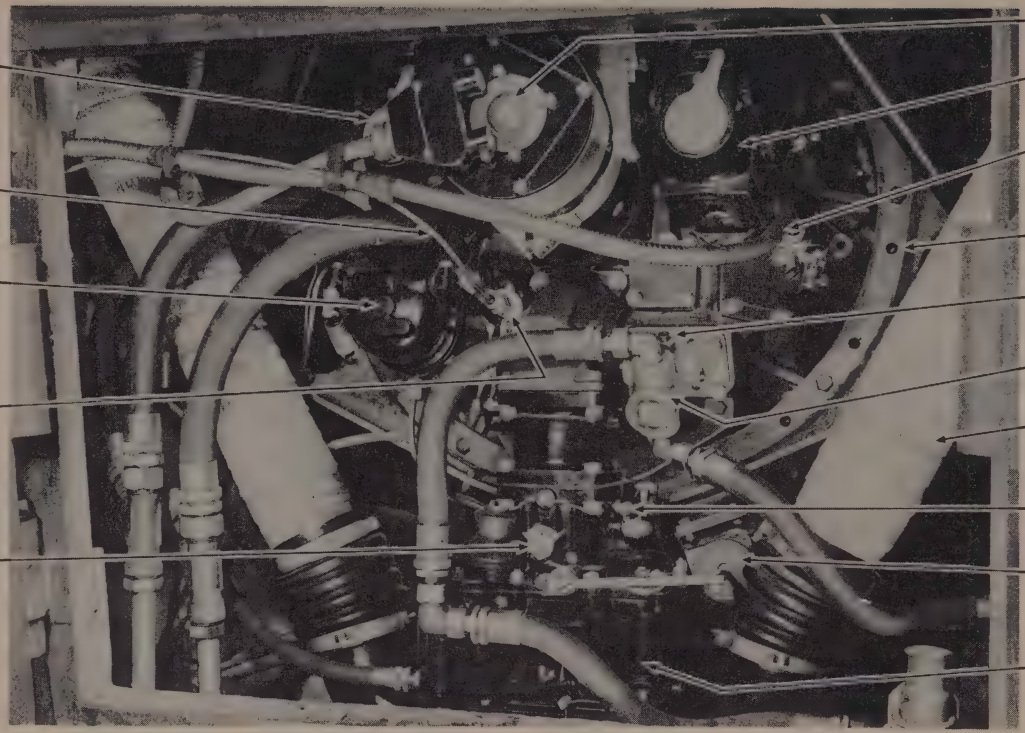

Figure 12—Engine—Through Rear Engine Doors
(1) OPEN REAR DOORS TO ENGINE COMPARTMENT (fig. 12).
(5) REMOVE AND CLEAN OIL PUMP FINGER STRAINER (fig. 12).